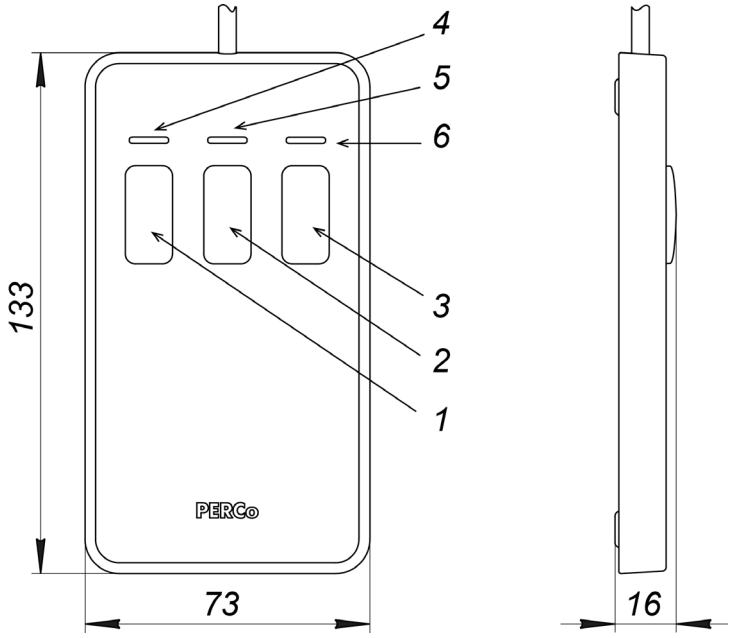

Рисунок 6. Общий вид и габаритные размеры ПДУ
ПДУ (10) выполнен в виде небольшого настольного прибора в корпусе из ударопрочного АБС-пластика и предназначен для подачи команд оператором при ручном режиме управления турникетом. Общий вид ПДУ показан на рис. 6.